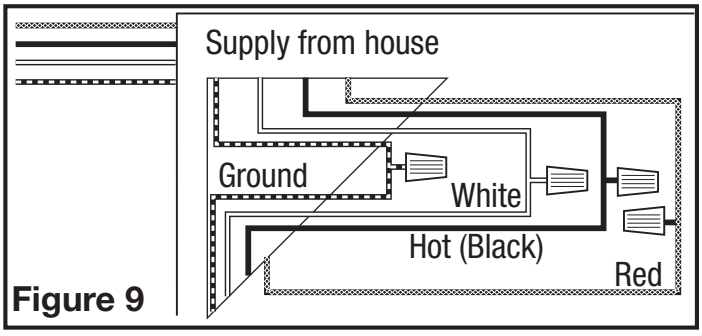

Figure 9
3. From where you have chosen to access the fan's junction box, connect the white wire from the house to the white wire from the fan. Connect the wire from the automatic position on the wall switch to the black wire from the fan, connect the wire from the manual On position on the switch to the red wire from the fan. Connect the ground wire from the house to the green wire from the fan housing **(Figure 9)**. Use approved methods for all connections.